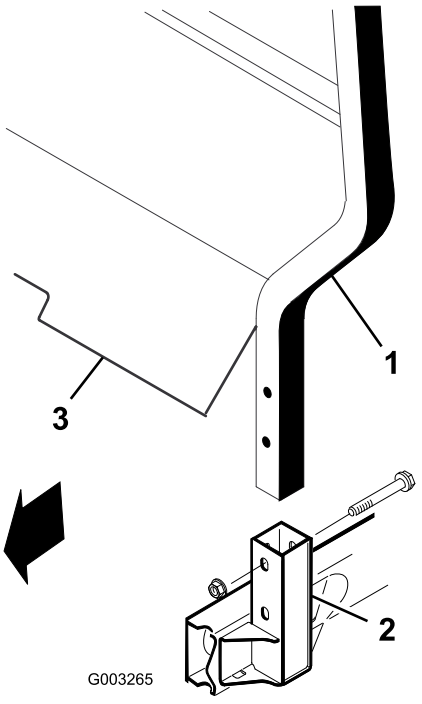

Figur 8
1. Sæt hver side af styrtbøjlen i monteringsbeslagene på hver side af køretøjets stel, og placer styrtbøjlen som vist i Figur 8.